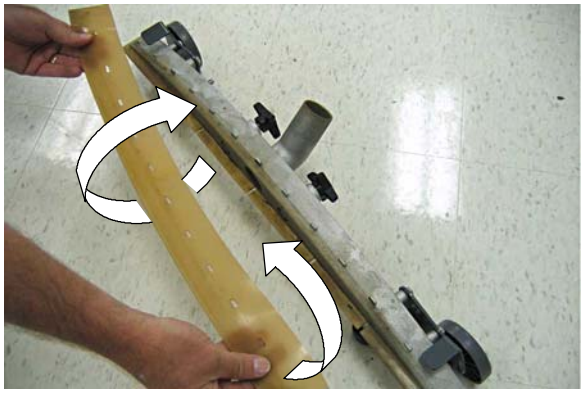

AFB. 47
3. Verwijder en draai het achterblad naar een nieuwe wisrand. (Afbeelding 47).